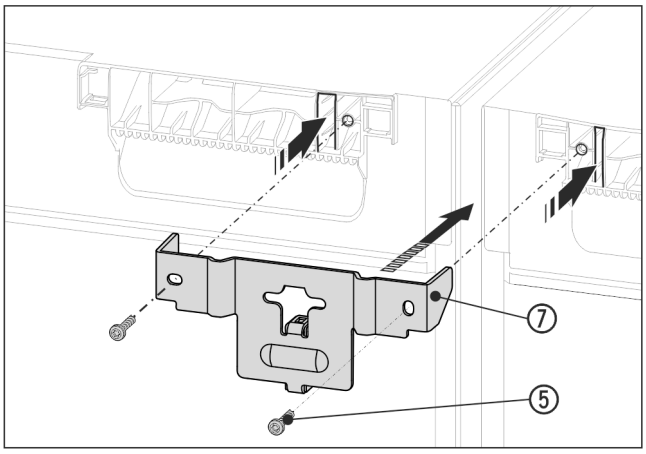

Fig. 16 Example illustration
- ▶ Slide the bracket *Fig. 16 (7)* onto the appliance ceiling with the lugs and with the spacer between the appliances. Screw in firmly with 2 screws *Fig. 16 (5)*.